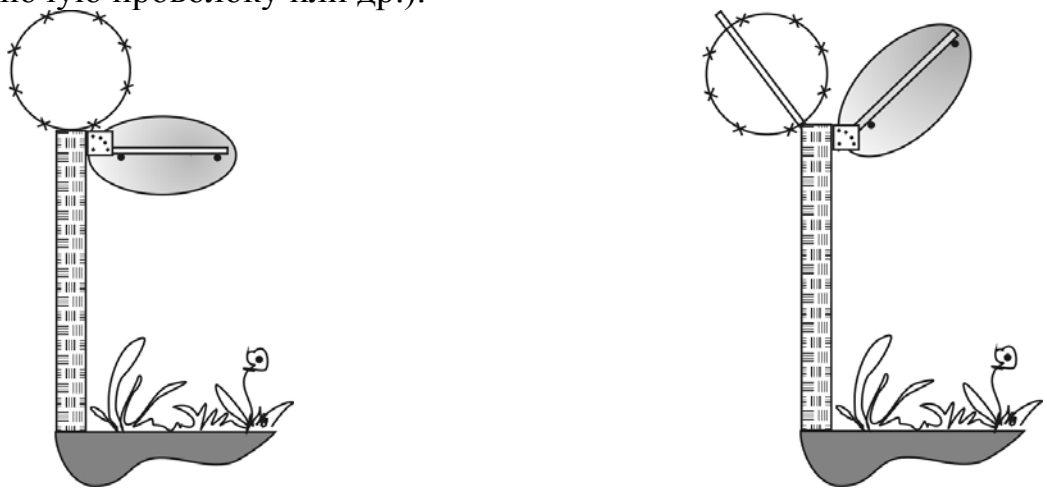

Рис. 2.2
2.4 При необходимости можно включить в ЗО физические препятствия (ленту АКЛ рис. 2.2, колючую проволоку или др.).